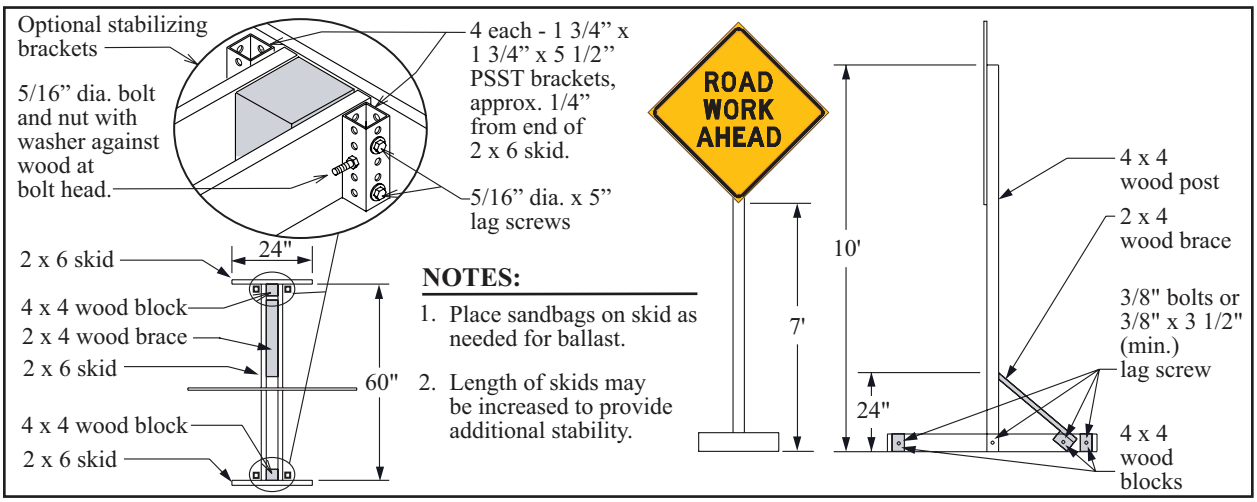

Figure J-3. Wooden long/intermediate-term single leg (H-leg) sign support
- Wood,(H-leg) (Figure J-3). The skid length shall be at least 60 inches in length. Skid length may